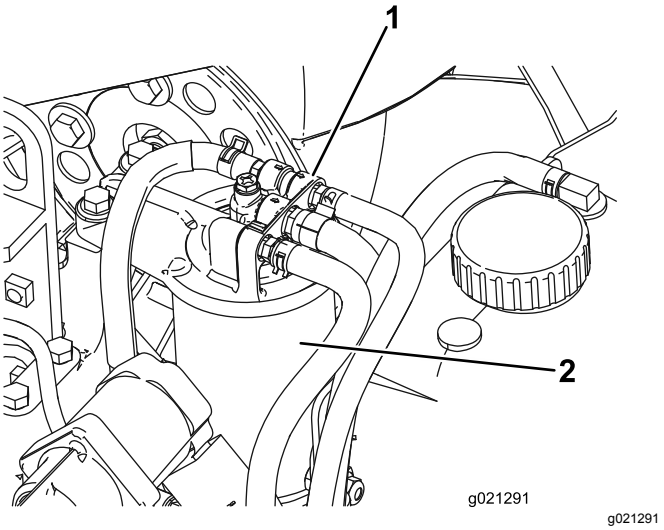

Figur 78
1. Gör rent området kring bränslefilterhuvudet (Figur 78).
2. Demontera filtret och rengör filterhuvudets monteringsyta (Figur 78).